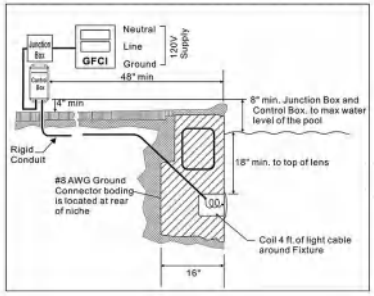

Figure 1
2. The junction box (or, for 12 volt models, the low voltage transformer) must be located at least eight(8) inches above water level, at least four (4) inches above ground level, and at least four (4) feet from the edge of the pool. See Figure 1.
3. The light fixture and all metal items within five(5) feet of the pool must be properly electrically bonded to a reliable point of grounding.
4. The wet niche must be properly installed so that the top edge of the underwater light's lens is at least 18 inches below the surface of the water in the pool. See Figure 1.
5. The wet niche must be properly electrically bonded and grounded via the No. 8 AWG ground connector located at the rear of the niche. See Figure 1.
1. Feed cord through conduit to junction box, leaving at least four (4) feet of cord at the light fixture to coil into the base of the light niche, see Figure 1. The four (4) feet of cord allows the light to be serviced after the pool is filled with water.
2. Cut the cord at the junction box, leaving at least six (6) inches of cord to make connections.
3. above water level, at least four (4) inches above ground level, and at least four (4) feet from the edge of the pool. See Figure 1.
4. The light fixture and all metal items within five(5) feet of the pool must be properly electrically bonded to a
The wet niche must be properly installed so that the top edge of the underwater light's lens is at least 18 inches below the surface of the water in the pool. See Figure 1. The wet niche must be properly electrically bonded and grounded via the No. 8 AWG ground connector located at the rear of the niche. See Figure 1.
4. Feed cord through conduit to junction box, leaving at least four (4) feet of cord at the light fixture to coil into the base of the light niche, see Figure 1. The four (4) feet of cord allows the light to be serviced after the pool is filled with water.
5. Cut the cord at the junction box, leaving at least six (6) inches of cord to make connections.